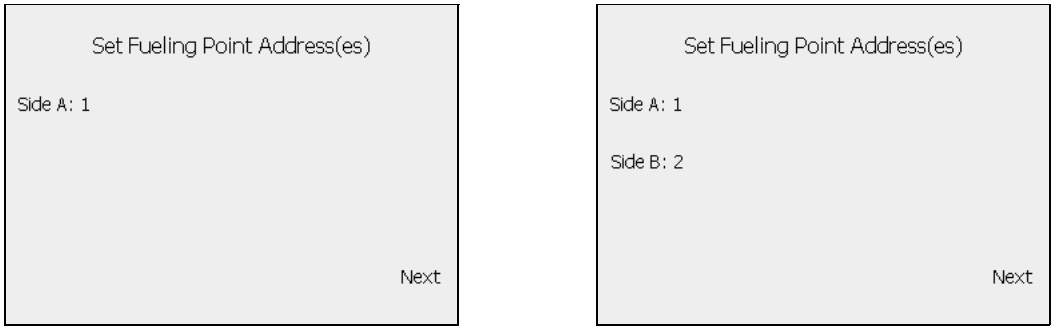

Figure 13-14 Set Fueling Points Screen
6. The Set Fueling Points screen is displayed. If you are configuring a dual hose, single-terminal dispenser, both sides of the dispenser are displayed (see Figure 13-14, right side). Press the SoftKey that corresponds to the side for which you want to change the fueling point number. When you are finished configuring the fueling point numbers, press SoftKey #8 to select **Next**.